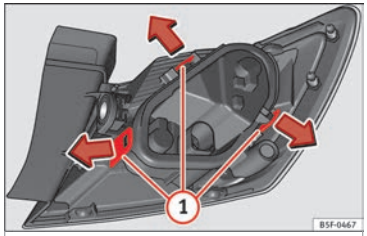

Fig. 117 Lengüetas de fijación en la parte posterior de la unidad de luz trasera.
– Desmonte el portalámparas ››› **fig. 117** desbloqueando las lengüetas de fijación (1).